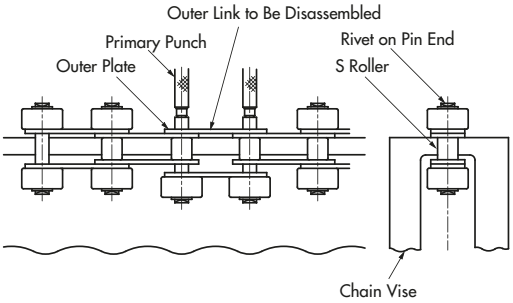

Figure 12: Setting S Roller Chain
2) Set the chain on a chain vise (sold separately) as shown in Figure 12 and shear off the rivets on the pin ends (two rivets on one side) using a hand grinder. Take care that the grinder does not overheat.
3) Remove the two pins using a pin with a diameter slightly smaller than the pin diameter of the chain (using a Tsubaki Primary Punch or its equivalent). When the pins are pulled out a little, the two outboard rollers on the upper side can be removed. (Figure 12 shows the outboard rollers being removed.)